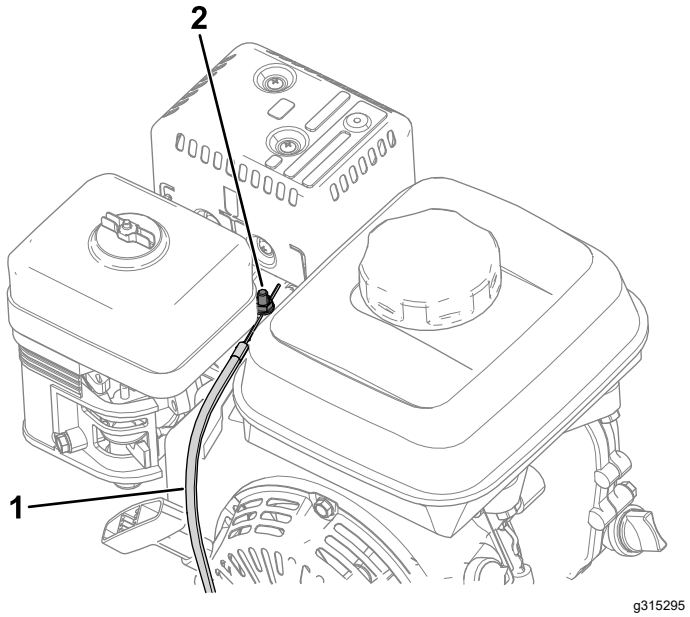

Figuur 35
4. Maak de schroef op de klem van de kabelgeleiding los (Figuur 35).